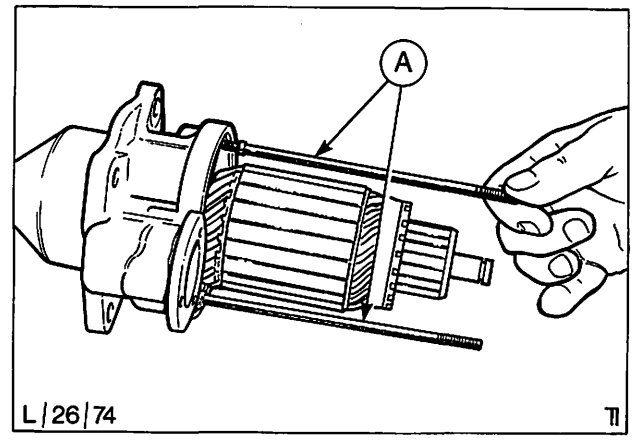

Abb. 87 Abschrauben der Gewindestifte
9. Gewindestifte vom Antriebslagerschild abschrauben (2), Abb. 87.